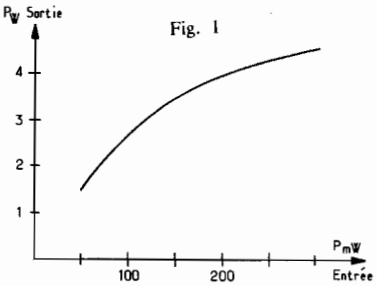

Fig. 1
En réception, le signal reçu traverse l'ampli linéaire. La puissance réelle H.F. (2) délivrée par l'émetteur-récepteur doit être au minimum de 50 mW, le maximum se situant comme l'indique la figure 1 vers 200 mW. Au-delà, il y a saturation des circuits et « tassement » de la modulation.